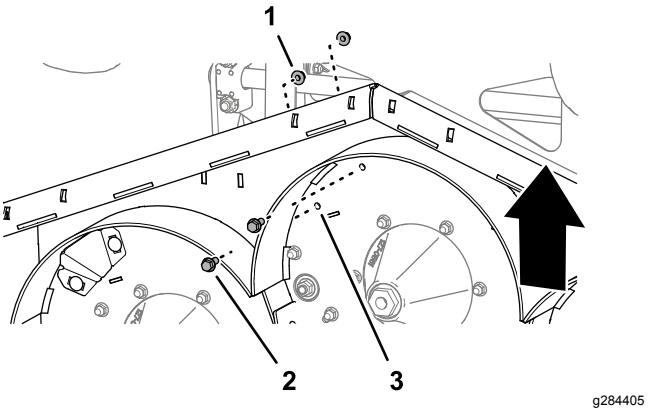

Figure 38
3. Install 2 flange-head capscrews (3/8 x 1 inch) into the 10 mm (3/8 inch) holes in the mower deck (Figure 38) and secure the capscrews with 2 flange locknuts (3/8 inch) that you removed in step 2.